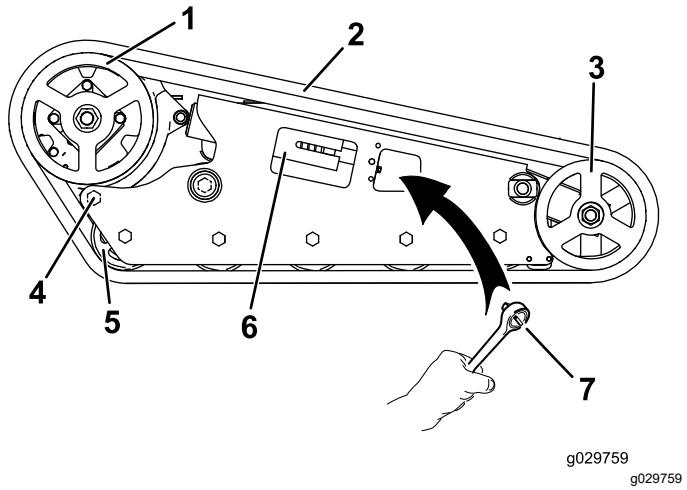

Figuur 65
5. Gebruik een dopsleutel van ½" en verminder de spanning door de spanschroef rechtsom te draaien (Figuur 59 en Figuur 65).
6. Draai de achterste bout bij het aandrijfwiel los (Figuur 65).